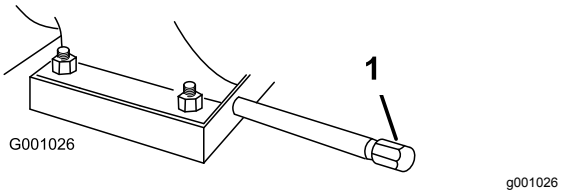

Figur 41
Olieviskositet	Se Figur 41.
1. Rengør området omkring olieaftapningshætten (Figur 41).